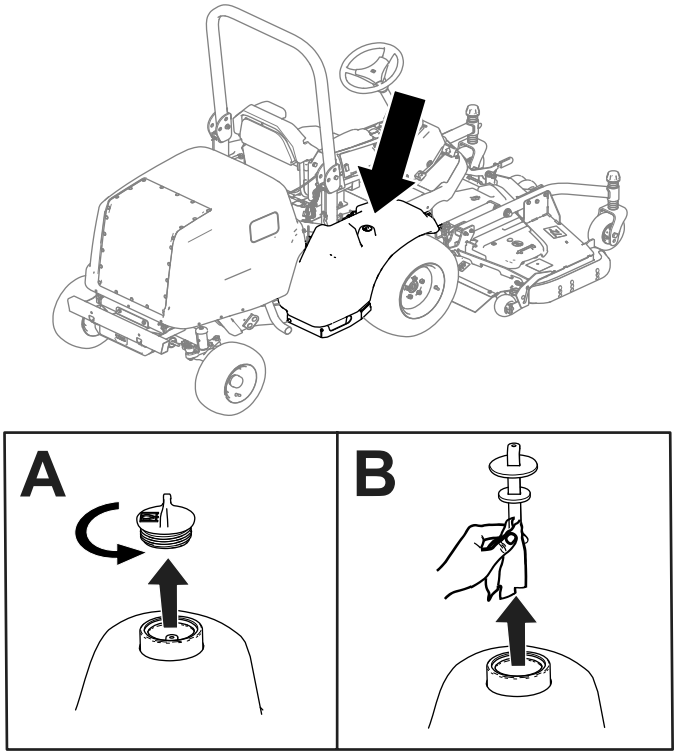

Рисунок 79
2. Выверните пробку из гидравлического бака (Рисунок 79).
3. Выньте масломерный щуп из гидравлического бака и протрите его чистой тканью (Рисунок 79).